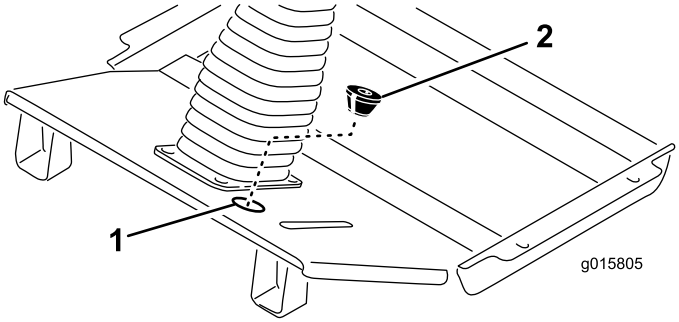

Figura 10
- Pase el extremo del arnés que tiene 5 conectores hacia arriba por el orificio troquelado de la chapa de suelo (Figura 10).
- Haga un corte en el pasacables suministrado y abra el agujero inferior (Figura 10). Coloque el pasacables alrededor del arnés de cables con el extremo cónico del pasacables hacia abajo, e introdúzcalo en el agujero de la chapa de suelo.